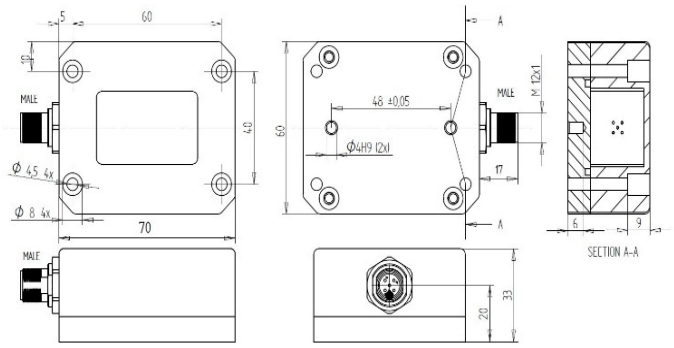

Figure 2 - QG76 housing size – 70 x 60 x 33 mm
- A 1-axis inclinometer must be mounted vertically. The factory default zero position is with the male connector pointing down as shown in Figure 2 . Sensor can be zero adjusted at any position within the full range.
- A 2-axis inclinometer must be mounted horizontally. The factory default zero position is shown in Figure 2. After installation, sensor can be zero adjusted to eliminate the mechanical offsets within a ±5° offset range.